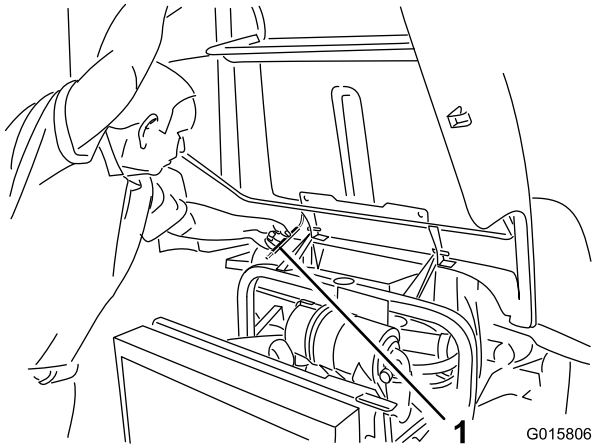

Figuur 38
2. Til de motorkap omhoog tot u de steun achter de buis van het frame kunt plaatsen (Figuur 38).